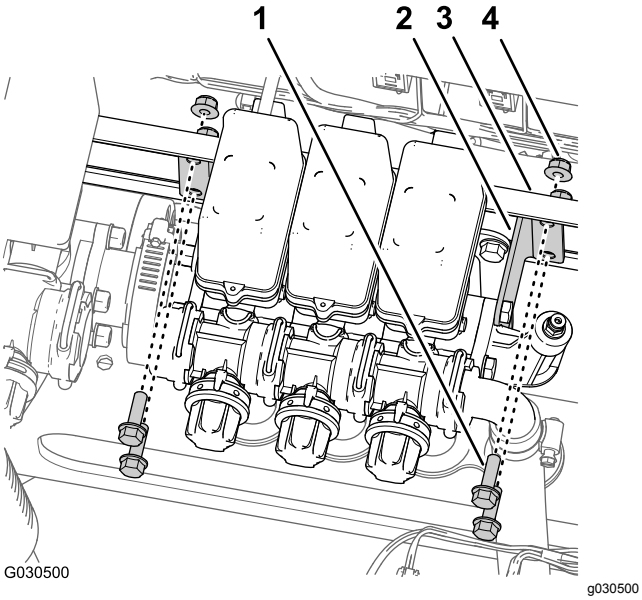

Figur 63
5. Ta bort de fyra flänsskruvar (5/16 x 1 tum) och fyra flänslåsmuttrar (5/16 tum) som håller fast monteringsfästena på båda ändarna av grenrörsfästet till de tre sprutrampssektionernas ventiler (Figur 63).